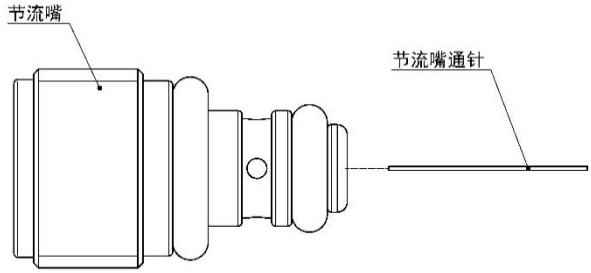

图 21 节流嘴清洁示意图
e. 采用 MCT 790 出厂时自带 0.2mm 的钢丝通入节流嘴孔内，见图 21。